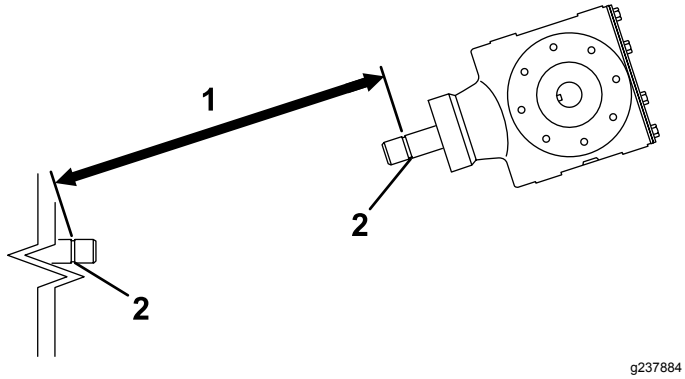
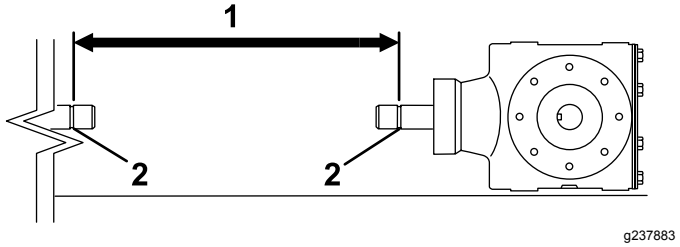
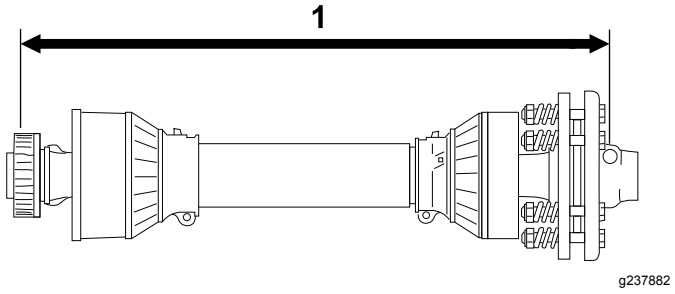

Rysunek 12
Rysunek 14
Rysunek 15
3. Zmierz odległość od rowka zatrzasku na PTO traktora do rowka zatrzasku na wale przekładni aeratora (Rysunek 12). Zapisz zmierzoną odległość. Przykład: 67 cm
5. Zmierz odległość od rowka zatrzasku na PTO traktora do rowka zatrzasku na wale przekładni aeratora (Rysunek 14). Zapisz zmierzoną odległość. Przykład: 70 cm
6. Na wale sprzęgającym zmierz odległość od środka kulki sworznia blokady na jednym końcu wału do środka kulki sworznia blokady na drugim końcu wałka (Rysunek 15). Zapisz zmierzoną odległość. Przykład: 81 cm.
7. Wybierz krótszą z dwóch odległości uzyskanych w Rysunek 14 oraz Rysunek 12 i odejmij ją od odległości dla Rysunek 15. Przykład: 81 cm odjąć 67 cm wynosi 14 cm.